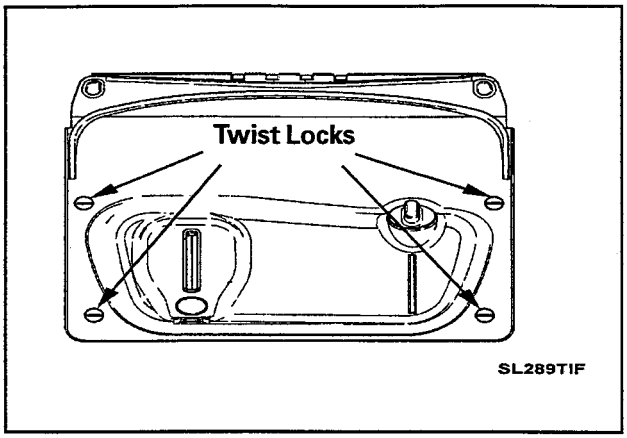

Figure 4-13
1. Turn each of the twist locks on the face of the detergent reservoir 1/4 turn counterclockwise ***(Figure 4-13).***